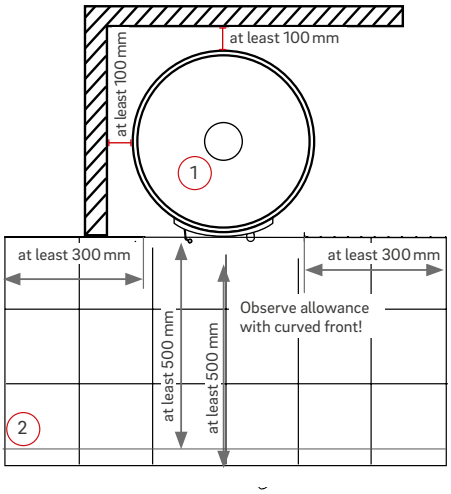

Fig.: 2 Floor protection in area in front of combustion chamber opening
- Flooring made of combustible materials in front of the combustion chamber opening must be protected by a layer of non-combustible materials. The layer must extend to the front by at least 500 mm and to the side by at least 300 mm beyond the front plate (Fig.: 2).